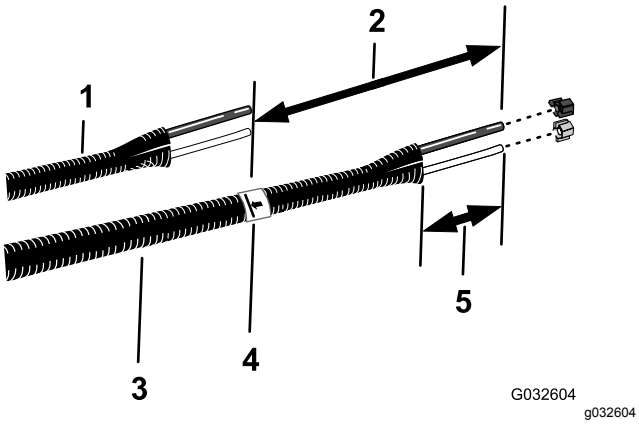

Rysunek 20
6. Przyłożyć dotychczasowe przewody cieczy i powietrza (Rysunek 20) do nowego zespołu przewodów (część Toro numer 114-9553).
8. Na nowym zespole rur dodaj do zaznaczenia z kroku 7 26 cm długości i wykonaj zaznaczenie na zespole rur, po czym przytnij rury według wykonanego drugiego (dłuższego) zaznaczenia (Rysunek 20).
10. Usuń od 77 do 102 mm osłonki z każdego końca zespołu przewodów (Rysunek 20).